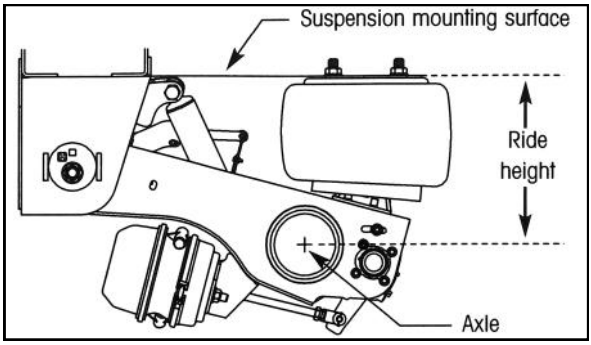

Figure 24. Measuring Ride Height
a. Measure from the underside of the trailer frame to the top of the axle as shown in figure 24 below